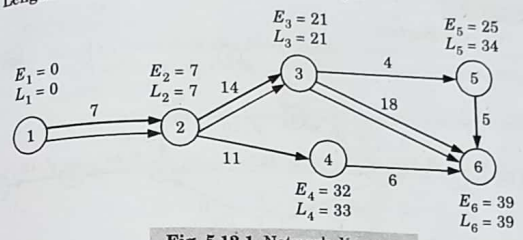

Fig. 5.12.1. Network diagram.
2. The network is shown in Fig. 5.12.1. The earliest and latest time of each have been computed and indicated on the network.